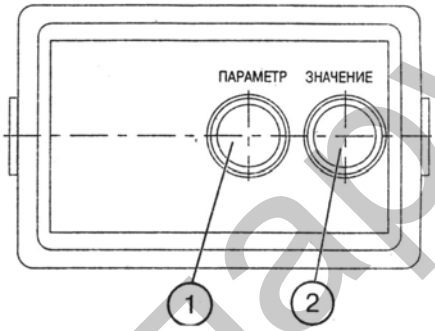

Рис. 2. Пульт управления (А3):
• при движении трактора на дисплее (7) появляется индикация (6) скорости движения трактора (км/ч), при этом индикация (5) исчезает. Электрический сигнал скорости движения поступает от датчиков скорости, установленных на крышке заднего моста (BV1, BV2). Показания скорости осуществляются по сигналу с датчика, установленного на шестерне конечной передачи колеса, вращающегося с меньшей частотой. Расчетная скорость выше действительной, т.к. не учитывается буксование трактора;
• после запуска двигателя стрелочный указатель (8) перемещается по круговой шкале (1) для индикации частоты вращения коленчатого вала двигателя. Одновременно на дисплее (4) появляется индикация частоты вращения ВОМ (об/мин) Шкала (3) - для ВОМ I и шкала (2) - для ВОМ II. Электрический сигнал частоты вращения подается с фазной обмотки генератора.
1.2 Пульт управления тахоспидометром (рис. 2)
— нажмите кнопку (1) для входа в режим программирования (рис. 2).